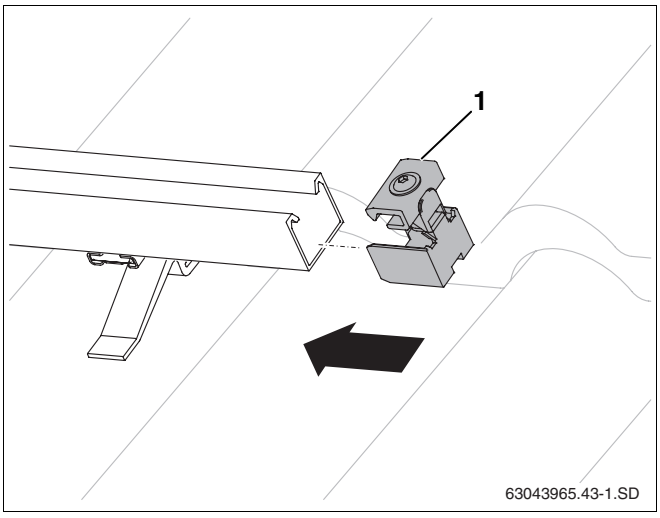

Abb. 42 Einseitige Kollektorspanner einschieben
- Einseitige Kollektorspanner (Abb. 42, **Pos. 1**) am rechten Ende des Kollektorfeldes in die Profilschienen schieben, bis diese in das erste Langloch der Profilschiene einrasten.